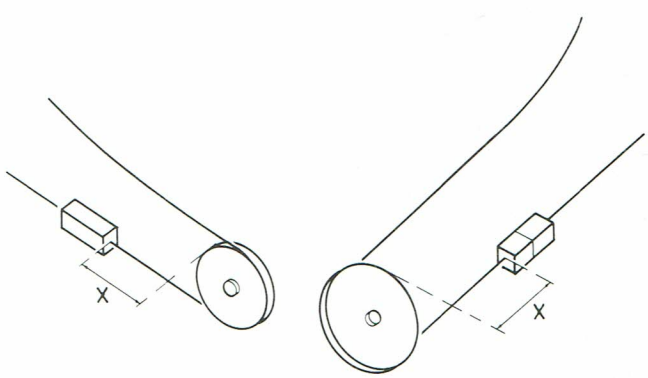

Fig. 2.12
- Vérifier si les blocs se trouvent à peu près à la même distance Fig. 2.12.